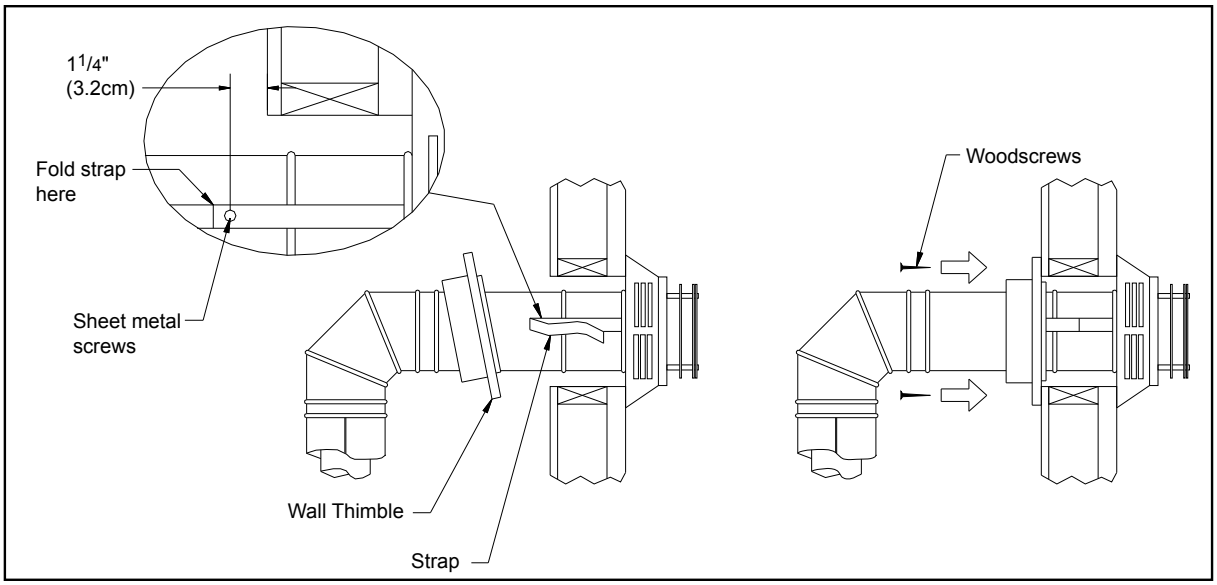

Figure 8: Installing Decorative Wall Thimble.
STEP 6. Slide the appliance and vent assembly towards the wall, carefully inserting the vent pipe into the cap assembly. It is important that the vent pipe extend into the vent cap a sufficient distance with a minimum of 1¼" (3.2cm) overlap. Secure the connection between the vent cap pipe and the vent cap by attaching the two sheet metal straps extending from the vent cap assembly into the outer wall of the vent pipe. Use the two sheet metal screws provided to connect the straps to the vent pipe. Bend any remaining portion of the sheet metal straps back towards the vent cap, so the decorative wall thimble will conceal it (see left image in Figure 8).
STEP 7. Slide the decorative wall thimble up to the wall surface and attach with the screws provided. Apply decorative brass or chrome trim if desired (see right image in Figure 8).